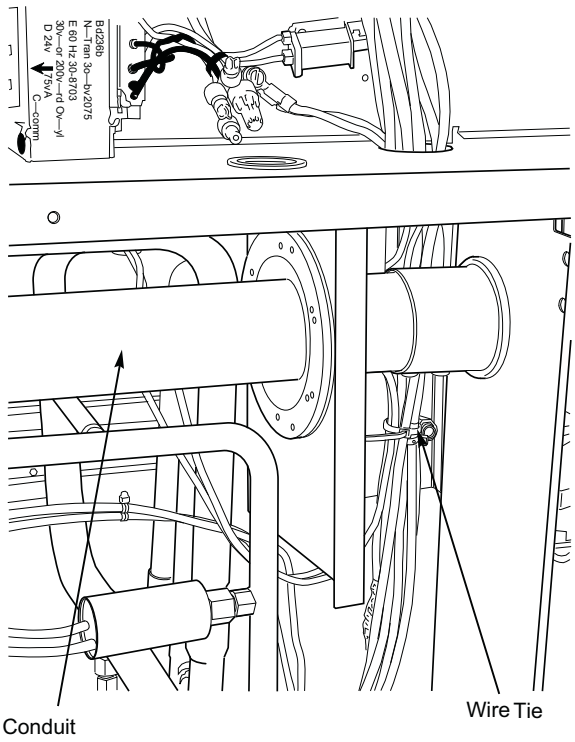

Fig. 10 — Typical Conduit Installation
9. Secure the rainshield (conduit drip boot bracket) assembly to the back of the single point box with 2 of the screws provided. The channel portion of the bracket assembly extends to the top panel behind the control box. Secure all wires to bracket with field-supplied wire tie as shown. (See Fig. 10.) See Fig. 11 for High SCCR units.
Remove knockouts for appropriate size conduit from unit block- off panel and single point box. Install conduit (rigid or electrometallic tubing) through conduit drip boot as shown. (See Fig. 10.) Drip boot will accept conduit sizes 3/4 in. to 1-1/2 in. The drip boot eliminates the need for watertight conduit fittings at the single point box.